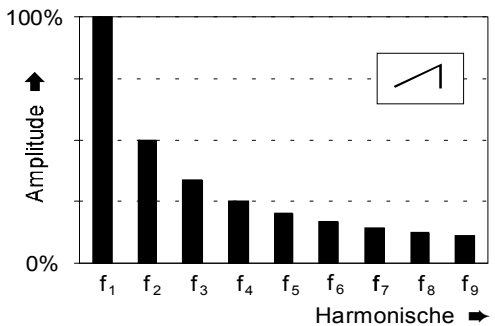

Abb. 1: Obertonspektrum einer Sägezahnwelle
Am Ausgang ❻ des VCO's steht Ihnen eine Sägezahnwelle zur Verfügung. Sie klingt "schneidend" und ist sehr obertonreich. Sie enthält sämtliche Harmonische der Grundfrequenz, wobei deren Amplituden linear mit wachsender Ordnungszahl abnehmen (also 1/2, 1/3, 1/4, ... etc.; s. Abb. 1).